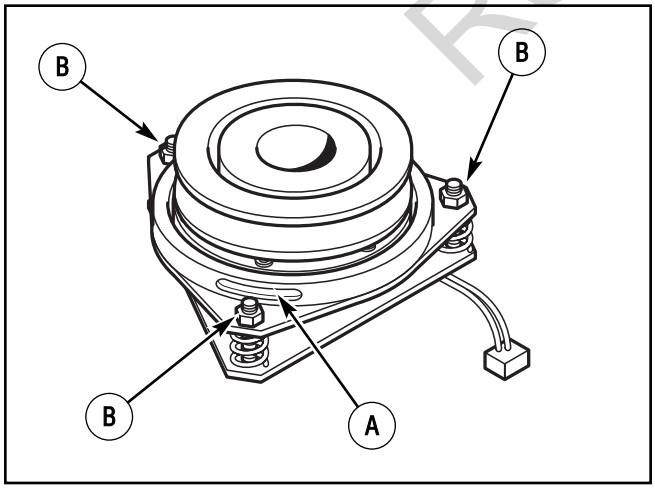

Figure 22: PTO clutch
2. Note the position of the 3 adjustment windows **(A, Figures 22 & 23)** in the side of the brake plate and the nylock adjustment nuts **(B)**.